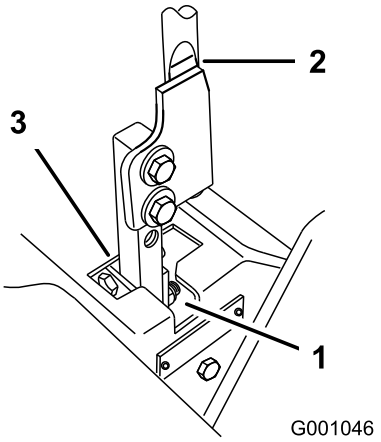

Figuur 69
5. Zet de hendel in de neutraalstand zonder deze te vergrendelen (Figuur 69).
6. Trek de hendel naar achteren totdat de gaffelpen (op de arm onder de draaias) contact maakt met het uiteinde van de sleuf (en net druk op de veer begint uit te oefenen) (Figuur 69).
7. Controleer of de hendel de juiste positie heeft ten opzichte van de inkeping in het bedieningspaneel (Figuur 69). De hendel moet in het midden staan zodat deze naar buiten kan draaien en worden vergrendeld in de neutraalstand.